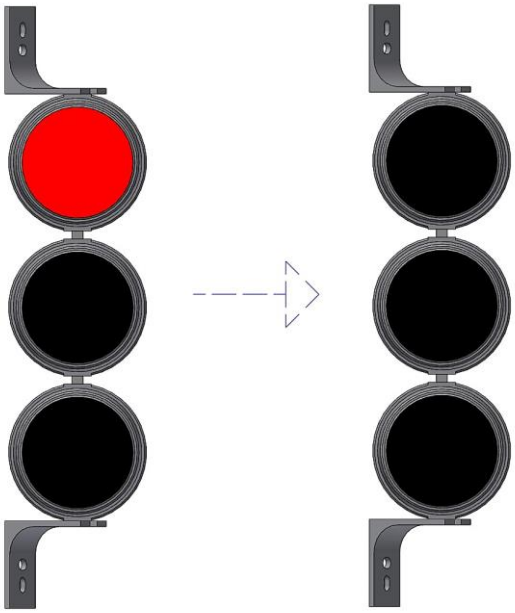

Rysunek 18
A. Wyłącz zasilanie ustawiając wyłącznik główny **Q1** znajdujący się z boku rozdzielnicy w pozycji **„OFF”**. Lampka biała **H1** na panelu sterującym zgaśnie oraz sygnalizator – patrz Rysunek 18 poniżej.